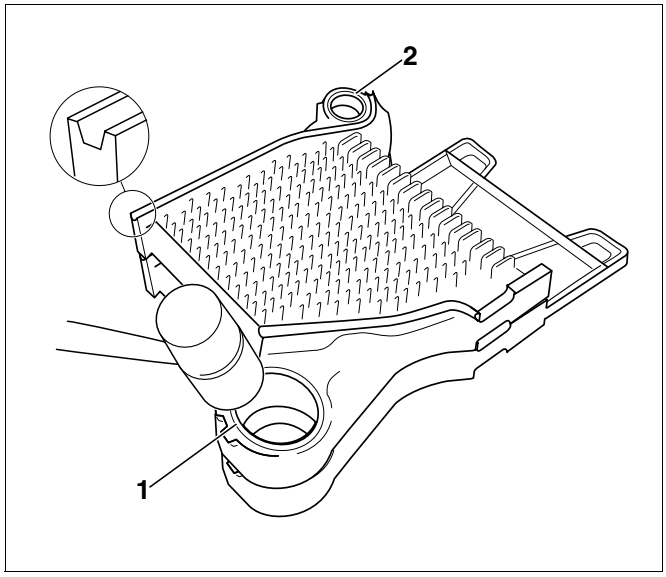

Afb. 12 Middenelement tegen het eindelement kloppen
- Plaats het middenelement met de bovenste en de onderste ketelnaaf (afb. 12, **pos. 1** en **2**) op de nippels van het eindelement.
- Klop het middenelement met een houten of rubberen hamer tegen het eindelement aan (afb. 12).